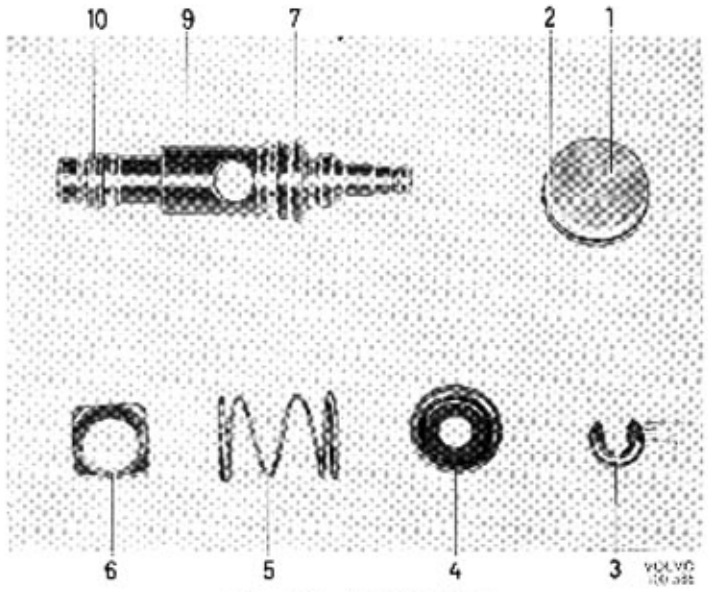

Bild 54-4. Reglerdetaljer
4. Sätt tätningsringen (2 bild 54-4) på proppen (1) och sätt fast denna. Låt proppen skjuta 1—2 mm utanför flänsen. Trä plattan (21 bild 54-1) på förbindelseröret, placera den nya packningen (27), cylindern (24) och plattan (25) på sina platser och för in förbindelseröret (23) genom gummibussningen (18). Röret skall inte ligga an mot locket (19). Sätt i de tre skruvarna (26) med nya brickor och dra dem med ett moment av 1,4—1,8 kpm (10—12 lbft).
5. Kontrollera att vakuumcylindern (24) fortfarande är ren invändigt. Sätt returfjädern (16) på sin plats.